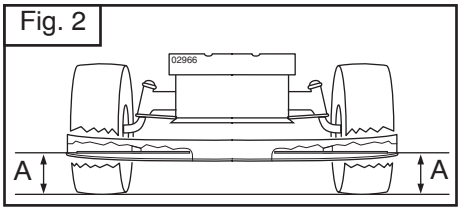

Fig. 2
3. Positionieren Sie auf beiden Seiten des Mähers die Klinge zur Seite und messen Sie den Abstand (A) zwischen der Unterkante der Klinge zum Boden. Der Abstand sollte auf beiden Seiten gleich sein (Fig. 2).
3. Des deux côtés de la tondeuse, placez la lame sur le côté et mesurez la distance (A) entre le bas de la lame et le sol. La distance doit être la même des deux côtés (Fig. 2).
3. En los dos lados del cortacésped, colocar la hoja y medir la distancia (A) desde el borde del fondo de la hoja hasta el suelo. La distancia tendría que ser la misma en los dos lados (Fig. 2).
3. Su entrambi i lati del rasaerba, posizionare la lama di lato e misurare la distanza (A) intercorrente dal bordo inferiore della lama a terra. La distanza deve essere uguale su entrambi lati (Fig. 2).
3. Plaats aan beide zijden van de maaier het mes aan de zijkant en meet de afstand (A) van de onderste rand van het mes tot de grond. De afstand moet aan beide zijden hetzelfde zijn (Fig. 2).